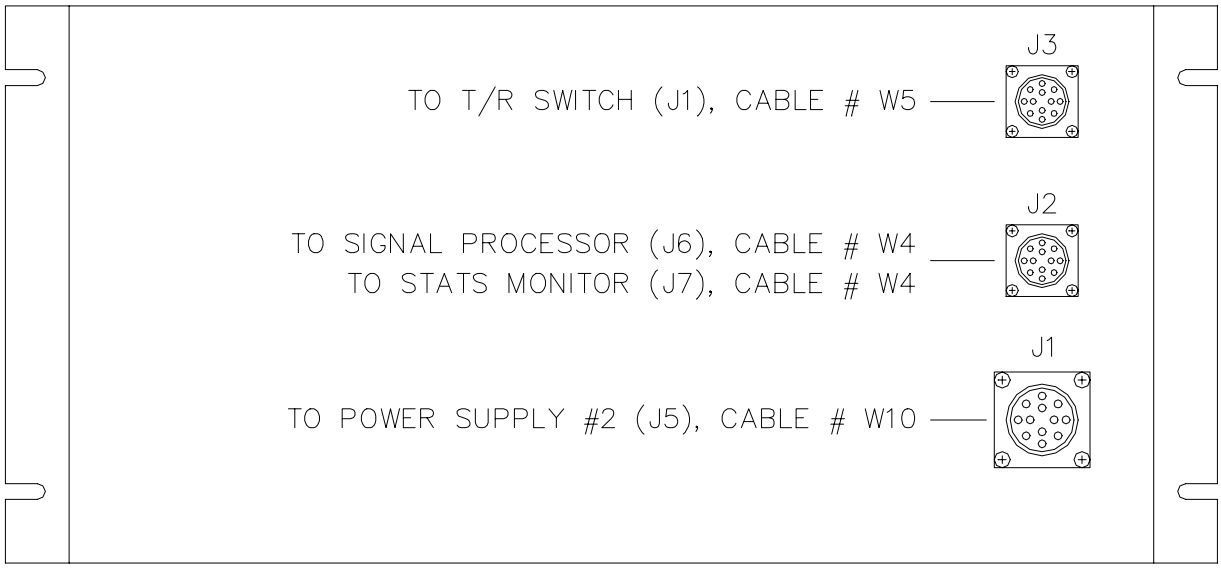

Figure 5-29 BSU Switch Assembly Rear Panel
3. Loosen the retaining nuts on connectors P1, P2, and P3 on the rear panel of the BSU Switch Assembly and remove the connectors from ports J1, J2, and J3 (see Figure 5-29).